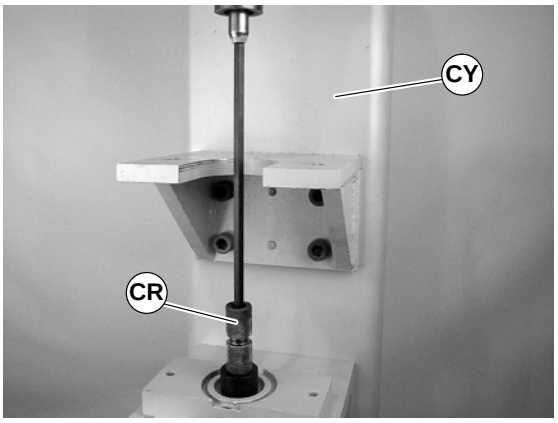

Abbildung 42
5. Mit einer Dornpresse (CY siehe Abbildung 42) oder einem ähnlichen Gerät das Lager aus der Antriebsrolle drücken (CR).